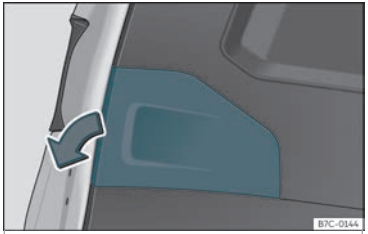

Fig. 50 Portón traseiro aberto:retirar a tapa.
– Retire a tapa do portón na dirección da frecha ››› **fig. 50**.